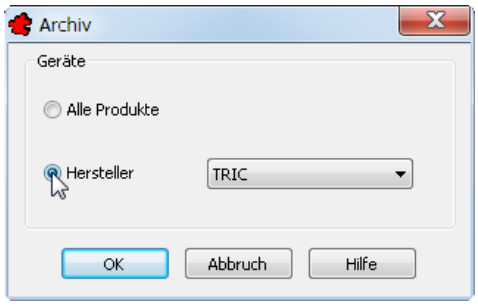

Bild 36.32 – Wahl der zu archivierenden Produkte
- Daraufhin erscheint der Konfigurationsdialog für *Archive* (Abb. 36.32).